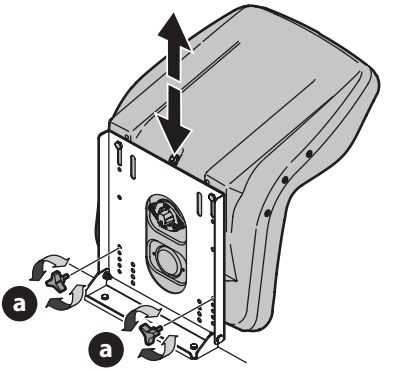

Fig. 16
1. Extraiga las perillas (a) (Fig. 16).
3. Vuelva a colocar las perillas en uno de los cuatro ajustes de los orificios y ajuste bien (Fig. 16).